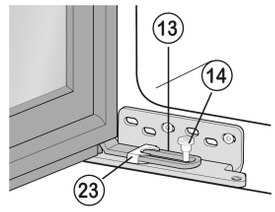

Fig. 19
- Screw the stop *Fig. 19 (13)* firmly into place, through the white slide *Fig. 19 (23)*, using the screw *Fig. 19 (14)* **(with 4 Nm)**.